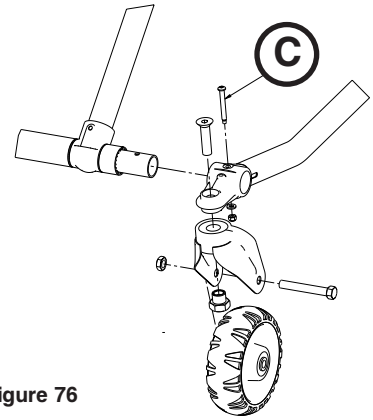
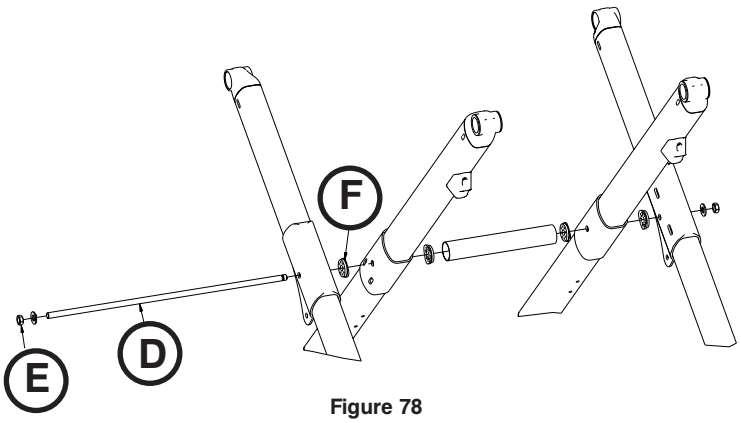

Figure 76
Figure 78
4. En utilisant une clé mixte de 3/8 po et une de 7/16 po, retirer les quatre boulons de montage des roulettes (C) qui fixent les assemblages du tube d'élévation externe sur les tubes de la base des pieds (Figure 76).
5. En utilisant deux clés mixtes de 9/16 po et un marteau à amortisseur, retirer la tige de connexion du châssis (D) et le contre-écrou hexagonal à verrouillage central (E).
Remarque : Conserver les coussinets (F) qui se détachent. (Figure 78).